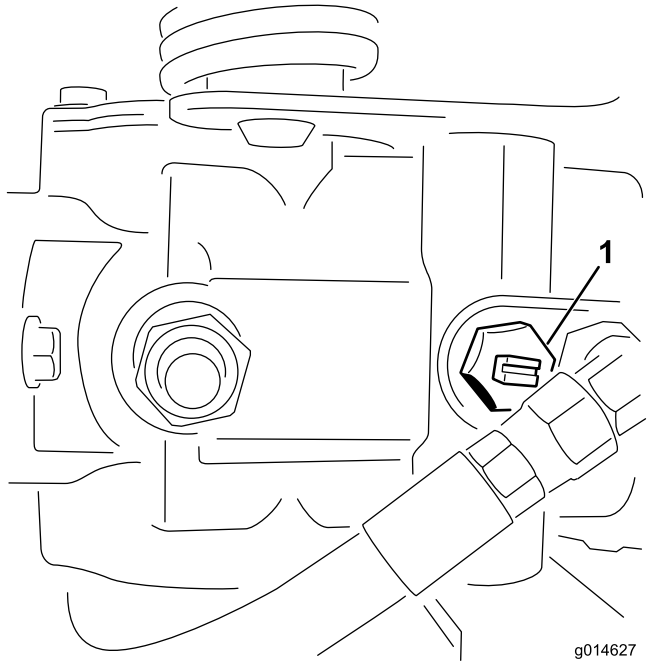

**Figuur 39**
1. Ga naar de omloopklep op de pomp en draai deze zodat de sleuf verticaal staat (Figuur 39).
2. Voordat u de motor start, moet u de omloopklep sluiten door deze zo te draaien dat de sleuf horizontaal staat (Figuur 39). U mag de motor niet starten als het ventiel open is.